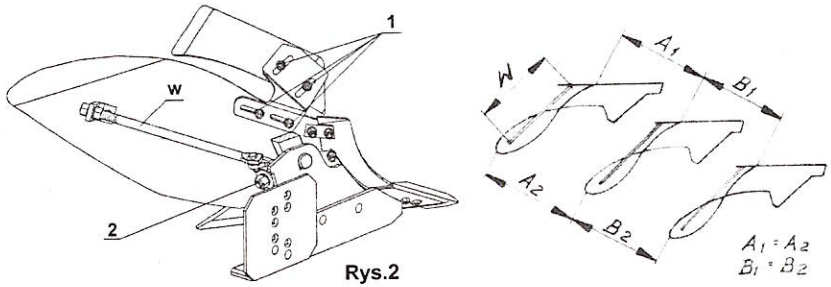

Rys.2
- regulacji dokonaj za pomocą śrub **1(Rys.2)** mocowanych na otworach podłużnych
- kąt pochylenia korpusu w niewielkich granicach reguluj śrubą **(2) Rys.2** Przy nominalnym ustawieniu dla tylnego korpusu odległość końca płozu (nakładki) od podłoża powinna wynosić 5÷15 mm.
- kąt roboczy odkładnicy określony jest śrubą wypory **(W) Rys.2**